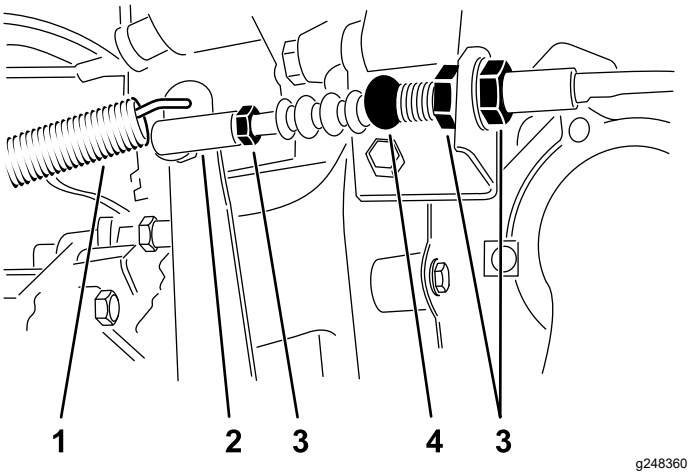

Figur 63
1. Løsn de kontramøtrikker, der fastgør koblingskablet til konsollen på klokkehuset (Figur 63).